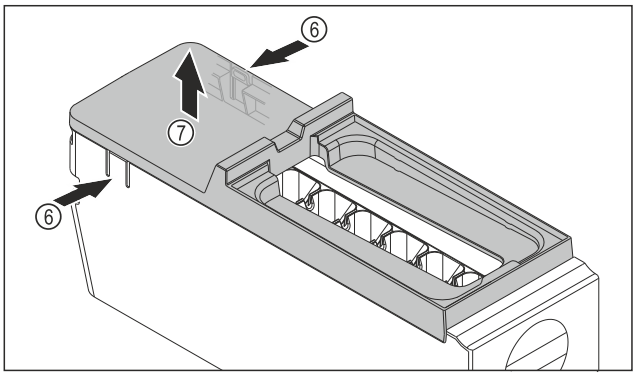

Fig. 146
▶ Fjern dekselet til hoveddelen til EasyTwist-Ice: Trykk på tappene *Fig. 146 (6)* på begge sider av hovedenheten til EasyTwist-Ice- med én hånd.
▶ Fjern dekselet *Fig. 146 (7)* ved å trekke det oppover med den andre hånden.